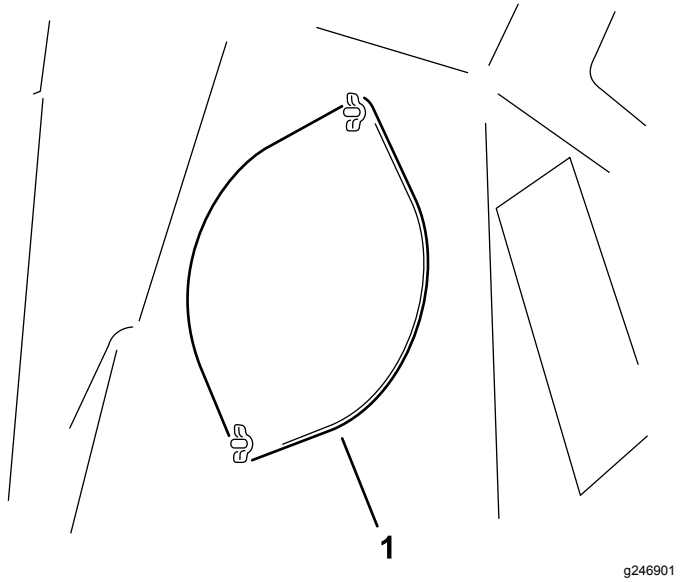

Figuur 31
3. Draai de 2 vleugelmoeren los waarmee het inspectieluik bevestigd is (Figuur 31).